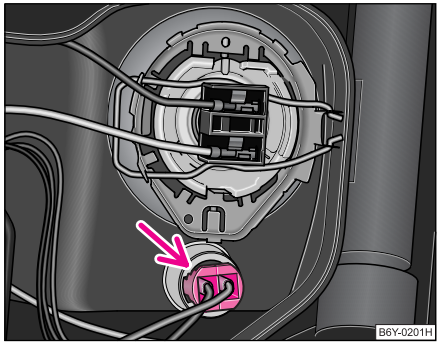

Fig. 168 Demontarea becului cu incandescență a luminii de poziție din față
– Trageți soclul becului cu becul din far ⇒ fig. 168.